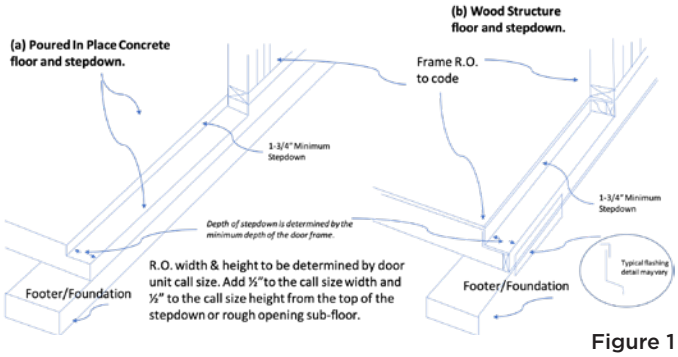

Figure 1
4. The rough opening should have a minimum 1-¾" step down in the framing subfloor or poured in place concrete floor to accommodate the rigid pan drainage system. This rigid pan drain is supplied with each door and must be considered and applied when setting the door frame. See **Figure 1**.
9. In most cases, a French drain must be applied outside the door area to properly ensure the Rigid Sill Pan drains into the French drain and away from the structure. Please refer back to **Figure 1**.